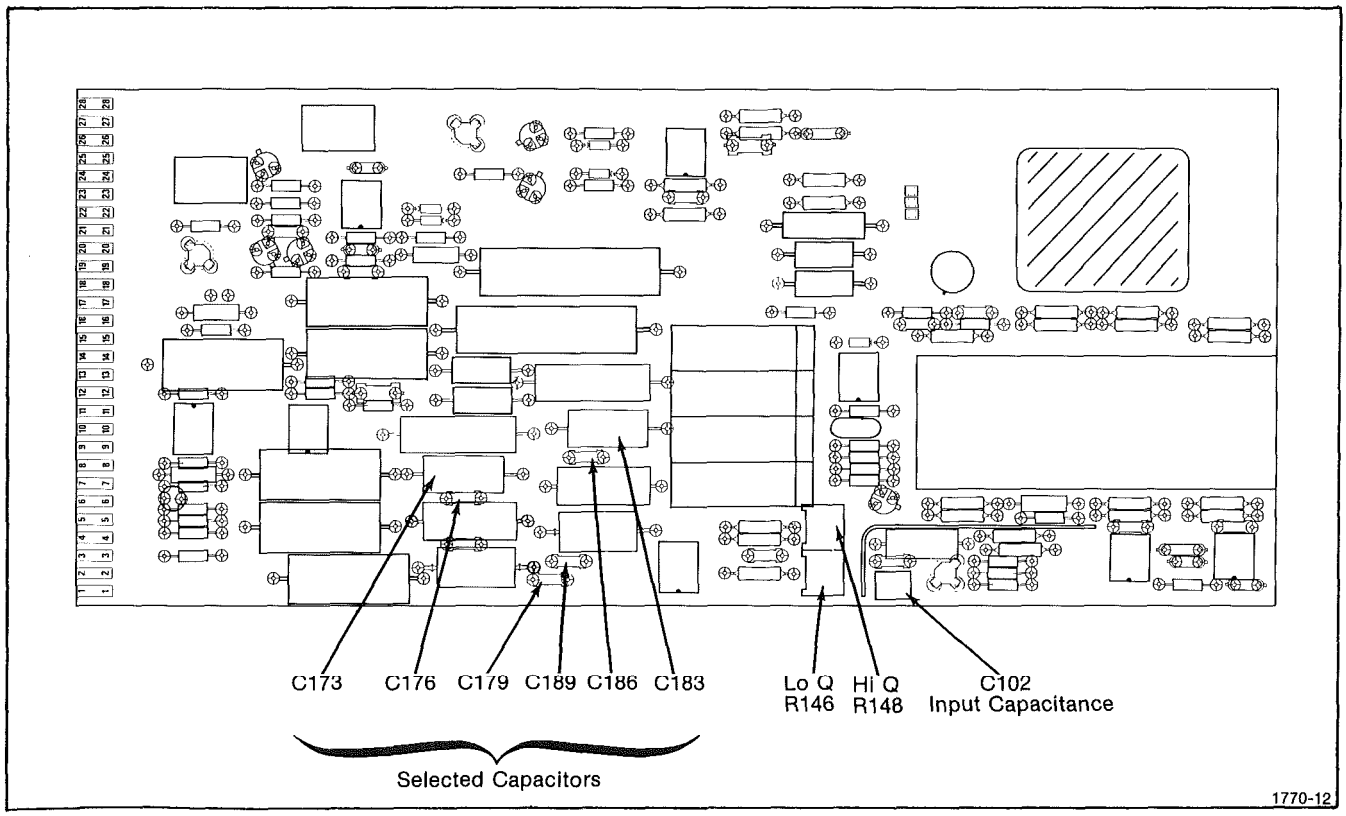

Fig. 3-1. Location of shunting capacitors, Lo Q, Hi Q, and input capacitance adjustments.
c. Adjust—Hi Q, R148, for a 10 V peak-to-peak amplitude display on the oscilloscope. See Fig. 3-1 for adjustment location.
If display amplitude is above or below the specified tolerance level, capacitor values of the AF 501 FREQ MULT range switch will need changing. Two capacitors for each switch range are affected. Changing one capacitor value will decrease the amplitude; changing the other capacitor value will increase it. In general, only one switch range capacitor value should be changed to meet specification. Adding a selected capacitor in parallel, with a value of approximately 100 times the value of the existing switch range capacitor, will affect the amplitude about 15%. Refer to Table 3-4 and Fig. 3-1 for selection and location of the appropriate capacitors.
f. Adjust—C102, for best front corner and flat top of the displayed square wave. See Fig. 3-1 for adjustment location.